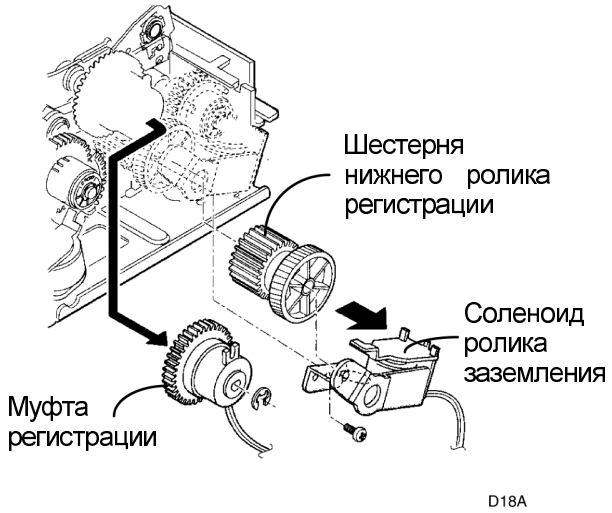

Рисунок 1. Снятие муфты регистрации
2. (Рисунок 1): Снимите соленоид ролика заземления, шестерню нижнего ролика регистрации и муфту регистрации.